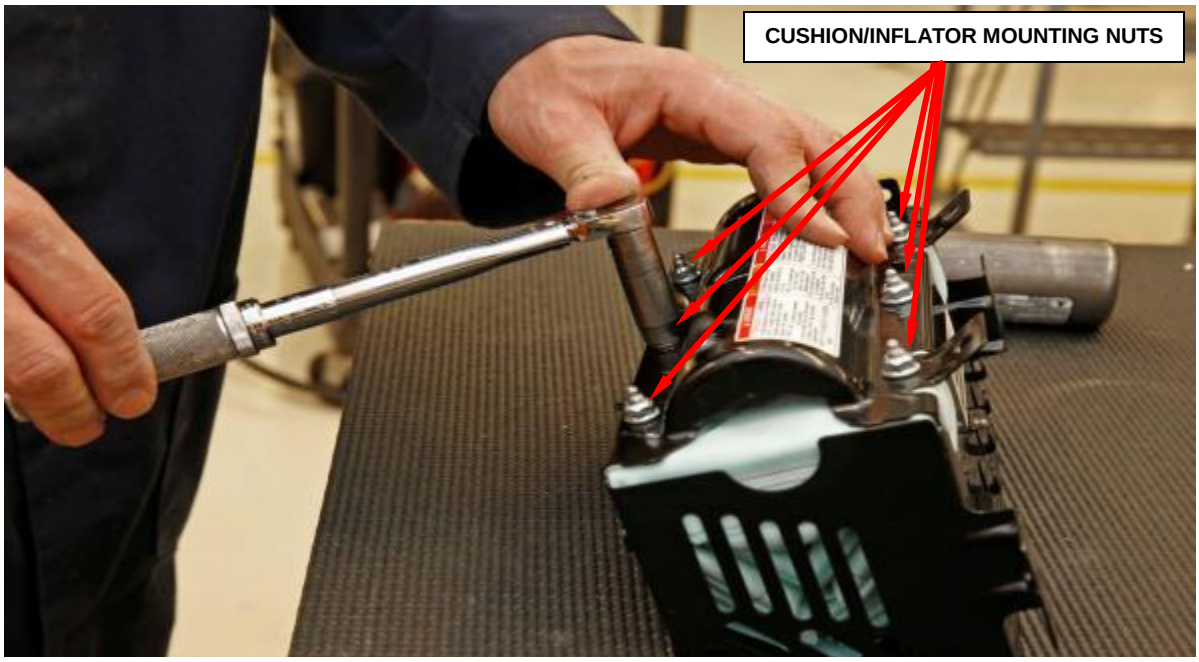

Figure 38 – Cushion/Inflator Assembly Mounting Nuts
j. Install the six new cushion/inflator mounting nuts and tighten to 88 in. lbs. (10 N·m) (Figure 38).